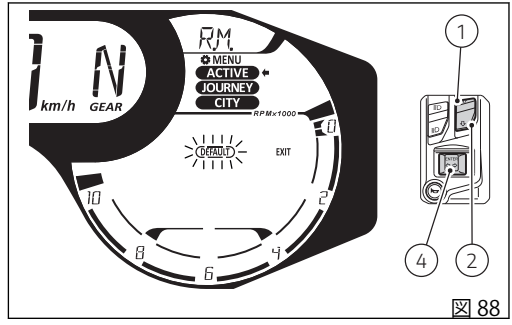

図 88
ボタン (1) またはボタン (2) を押して、“DEFAULT” を選択 (枠が点滅) します (図 88)。